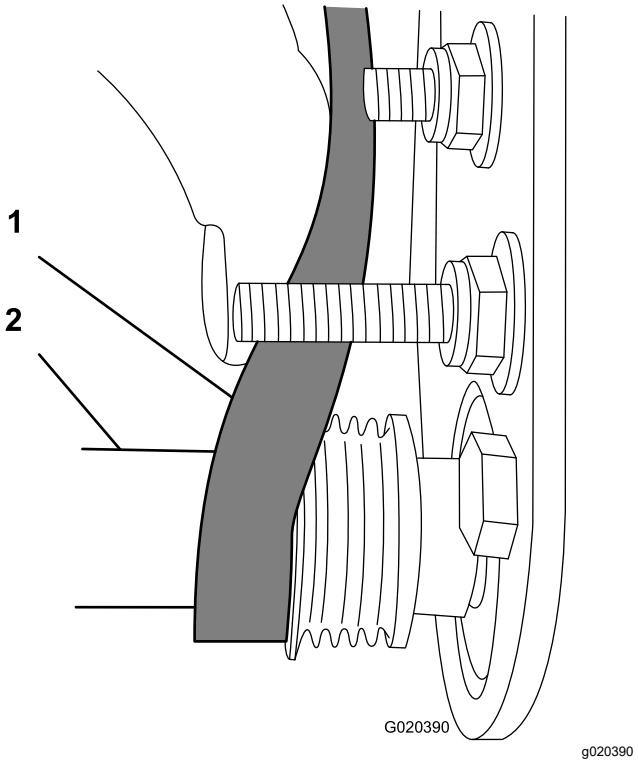

Figure 27
C. Avec une clé à douille profonde de 9/16 pouce, tournez la brosse et guidez la courroie sur la poulie menée (Figure 27).